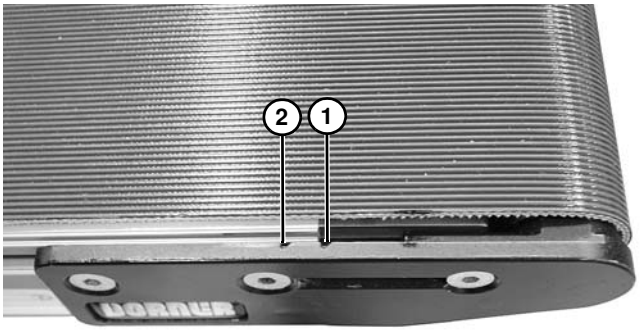

Abbildung 55
2. Kopfplattenbaugruppe einstellen, so dass das Ende des Förderbandrahmens mit oder zwischen den Spannungsmarkierungen auf der Kopfplatte **(Abbildung 55, Teil 1 & 2)** ausgerichtet sind. Band austauschen, wenn keine richtige Spannung erzielt werden kann, während das Ende des Förderbandrahmens mit oder zwischen den Spannungsmarkierungen ausgerichtet wird. Siehe HINWEIS.